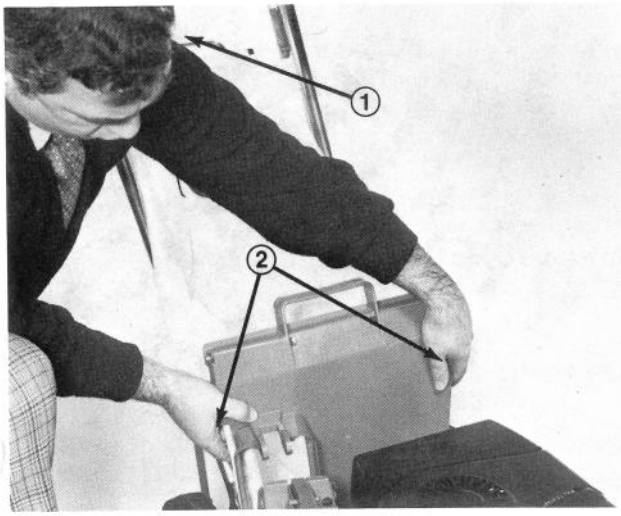

Figure 13
3. Hold front of bag and bag door together. Slide door opening frame over projections on outside of discharge chute (Fig. 13). Check to insure door is forward of projections in rear of discharge chute and bag door is fully down on top of housing.